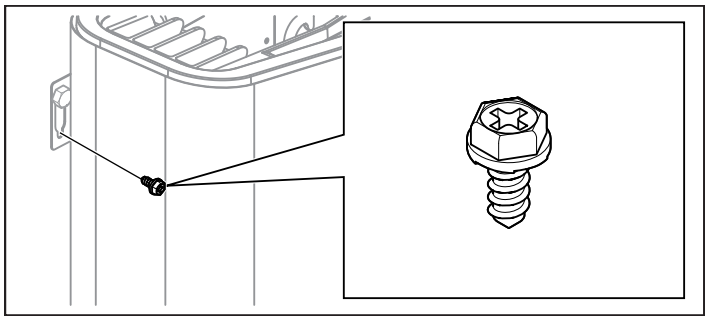

Rysunek 10: wkręt ustalający wspornik
8. Unieruchom piec za pomocą wkrętu ustalającego (patrz rys. 10).